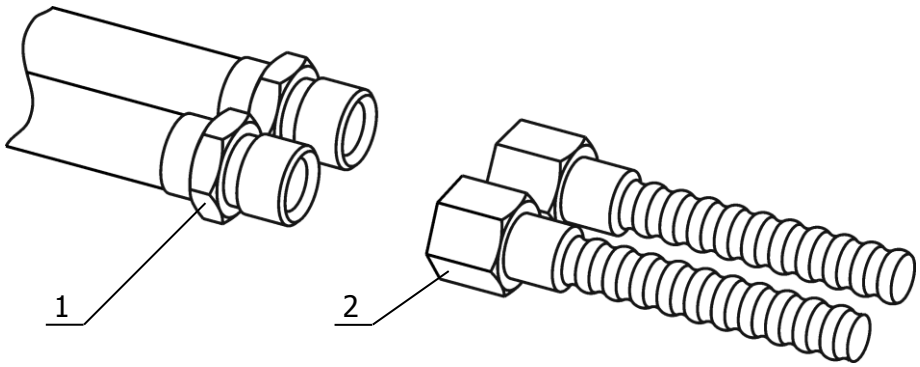

Рисунок 3 — Подключение шланга-перемычки
2.2.5 Для работы термостата без внешнего потребителя соединить входной и выходной штуцеры насоса блока регулирования металлическим шлангом-перемычкой из комплекта поставки. Для этого, удерживая ключом на 32 штуцер 1 (рисунок 3) насоса, затянуть гайку 2 вторым ключом на 32.